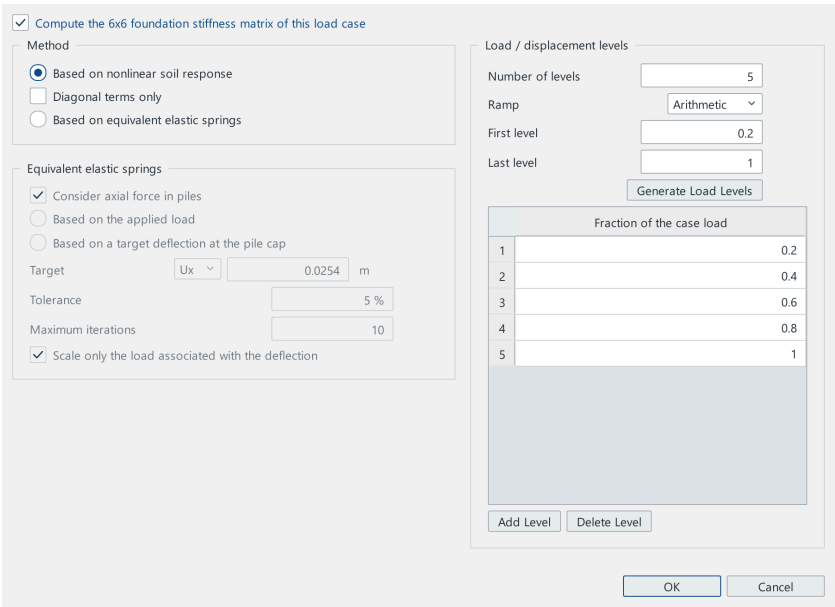

Figure 16.25 — Example 6 — Foundation Stiffness of the case DEAD: five load levels
2. **Define ▸ Load Cases…**, case DEAD, **Modify/Show Case…**, **Foundation Stiffness…**: tick *Compute the foundation stiffness*, method *Based on nonlinear soil response*, and type the five levels (Figure 16.25).